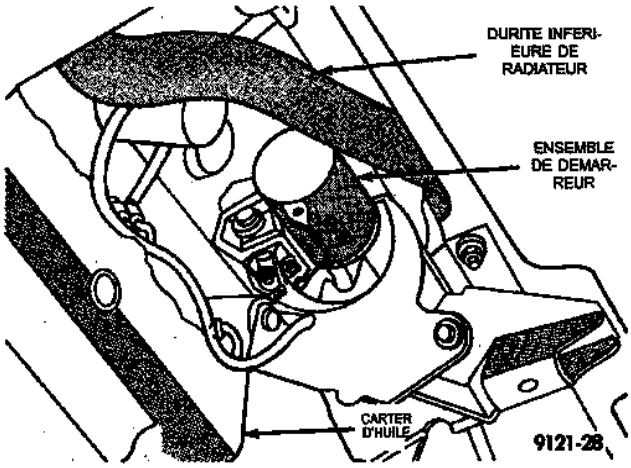

Fig. 45 Ensemble de démarreur
(20) Déposer l'écran de support arrière du moteur.
(21) Déposer les boulons du support arrière du moteur et le support lui-même.
(22) Déposer les boulons du démarreur et écarter le démarreur. Ne pas laisser le démarreur pendre aux câbles de batterie (Fig. 45).